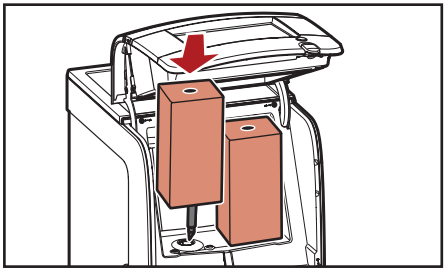

Fig. 4.1 - Introduceți pachetul de produs
4. Introduceți pachetul de produs (fig. 4.1).